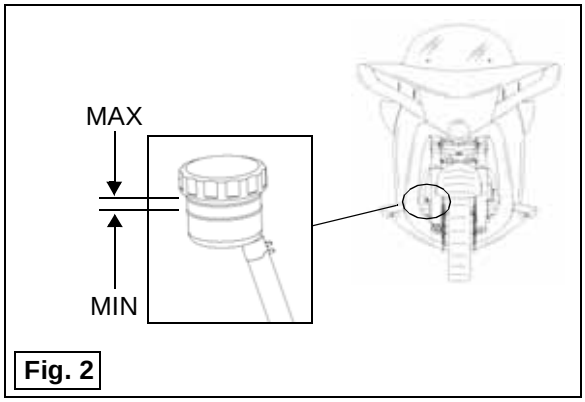

Fig. 2
8. Check level of fluid in reservoir and add if necessary (see Fig. 2 on page 15.14).
18. Check level of fluid in reservoir and add if necessary (see Fig. 2 on page 15.14).